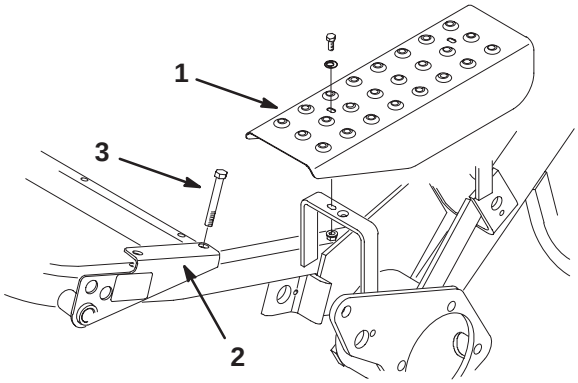

Figure 1
2. Remove the left cover plate (Fig. 1).
3. Remove and discard the rear bolt securing the lockout bracket to the frame (Fig. 1). Save the washer and locknut.